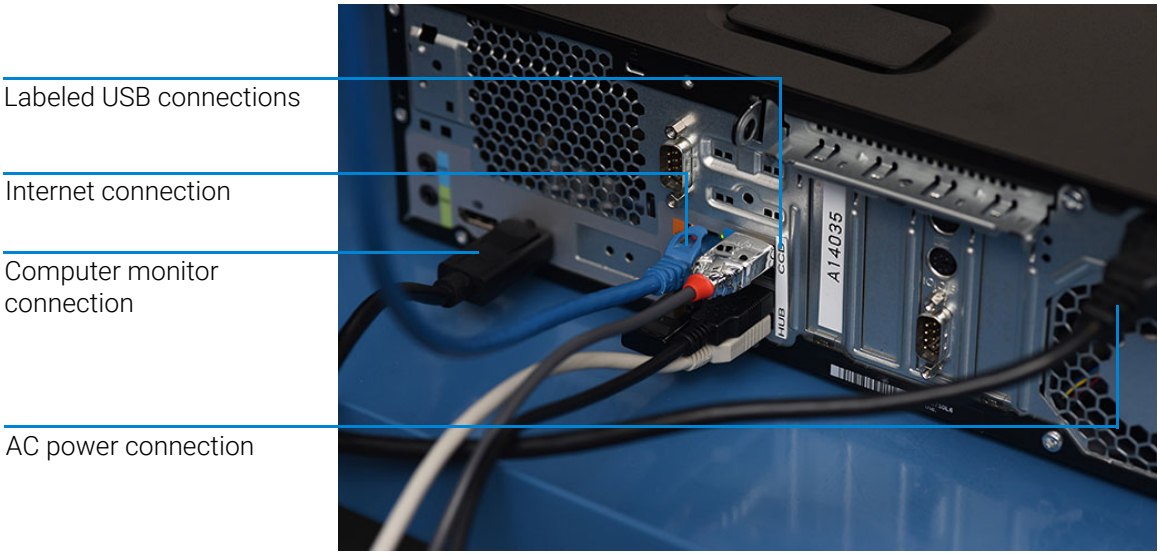
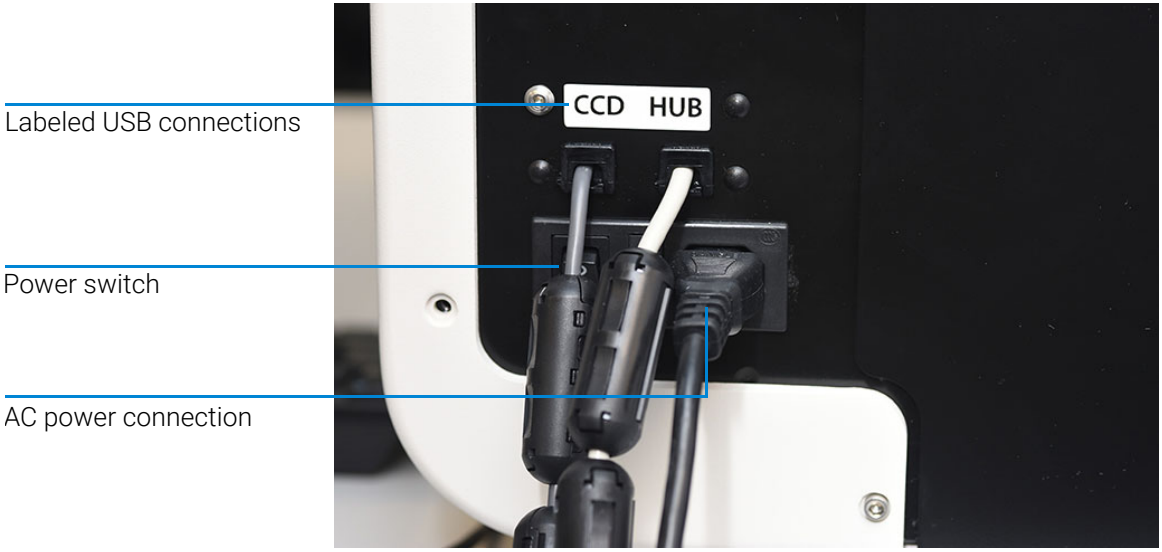

Figure 2 Back of panel of the ZAG DNA Analyzer computer connections
Figure 3 Back of panel of the ZAG DNA Analyzer connections
The back of the ZAG DNA Analyzer contains the communications panel where necessary connections are made to the instrument computer (PC) and electrical outlet for operation (**Figure 2** and **Figure 3**).